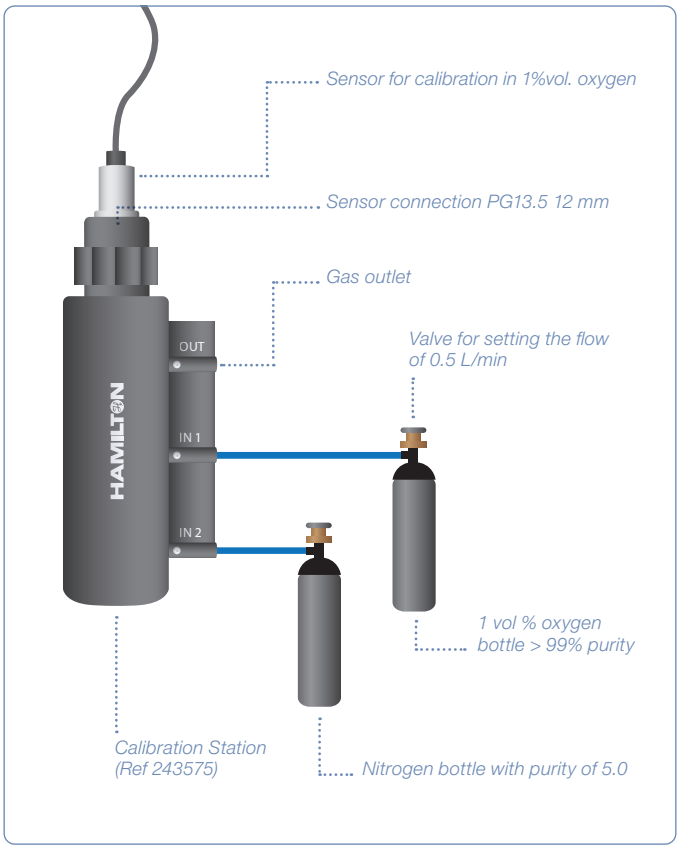

Figure 15: Calibration setup in oxygen point
1) Install the sensor into the calibration station and connected the 1%-vol calibration gas (Figure 15)